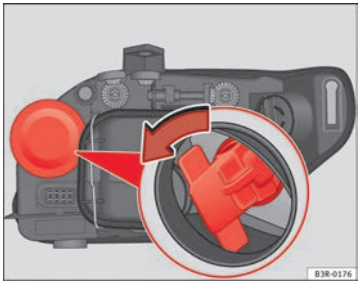

Fig. 217 Turn signal
– Remove the bulb holder by pulling on the grip and turning it anti-clockwise ⇒ fig. 217.